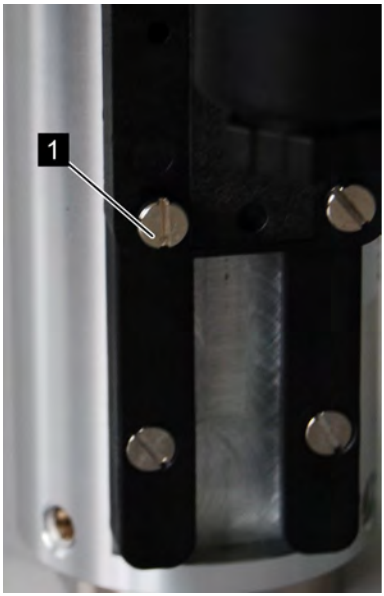

Abb. 34: Feststellschrauben lösen
1. Die Feststellschrauben des Schaltkontaktes (Abb. 34/1) mit einem Schlitzschraubendreher lösen
6. Feststellschrauben des Schaltkontaktes (Abb. 34/1) mit einem Sechskant-Schraubendreher wieder anziehen. Dabei Schrauben-Anziehdrehmoment beachten.